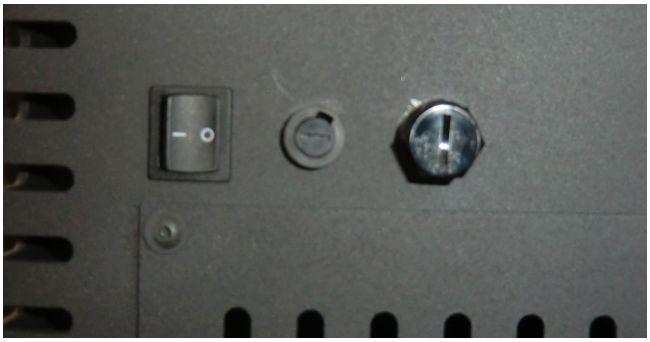

Fig.6
- Den Hauptschalter auf der rechten Geräterückseite auf „I“ stellen (Fig.6).